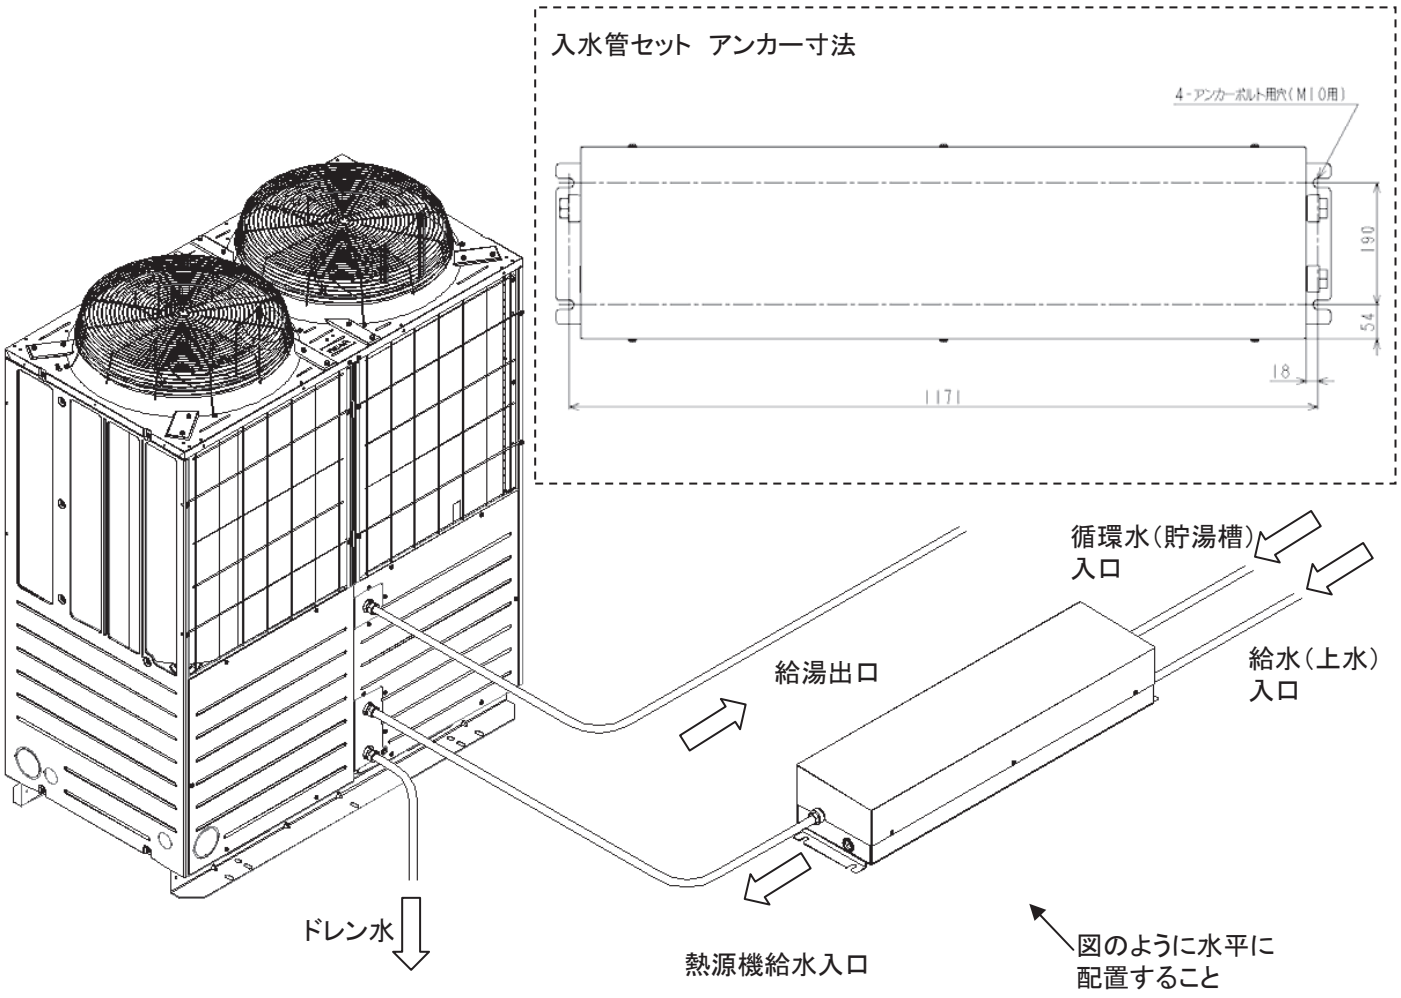

図 1. 入水管セット 取り付け図
・テーパネジ接続のシールテープ、配線固定用のタイラップバンドおよび入水管セット固定用のアンカーは現地手配品です。アンカーはM4×4本で図1を参照して固定してください。
2. 図1のように、開放式貯湯槽および給水ラインと給湯機の間に入水管セットを仮配置し、アンカー（現地手配）で固定してください。入水管セットおよび配管は必ず給湯機の据付制限内（20Aの場合、給湯機⇔開放式貯湯槽間は5mです。この間に入水管セットを設置する必要があります。）で設置してください。制限を越えて設置した場合は、運転に支障が生じたり、サービスができなくなるおそれがあります。